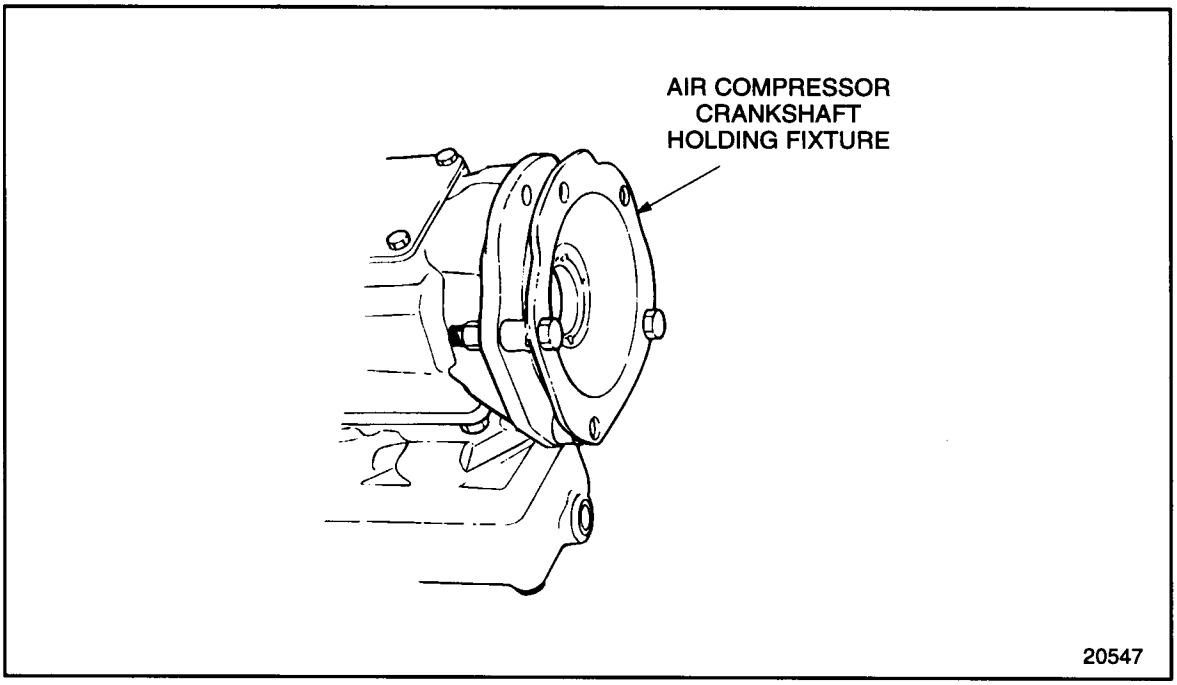

Figure 10-13 Air Compressor Crankshaft Holding Fixture Installation
1. Install the holding fixture to the flange of the air compressor, engaging the coupling with the internal teeth of the drive hub. Install two bolts to secure the fixture to the compressor. See Figure 10-13.
2. Install the drive holding fixture to the flange of the air compressor, engaging the coupling with the internal teeth of the drive hub. Install two bolts to secure the fixture to the compressor. See Figure 10-13.